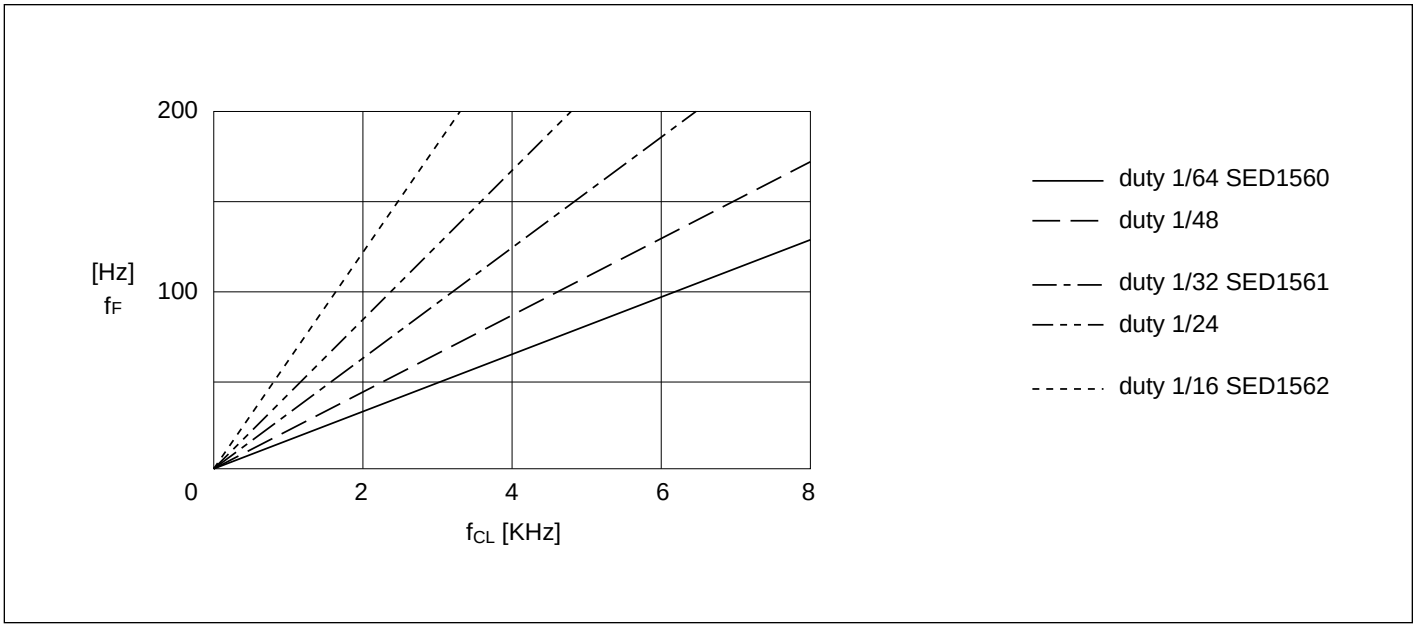
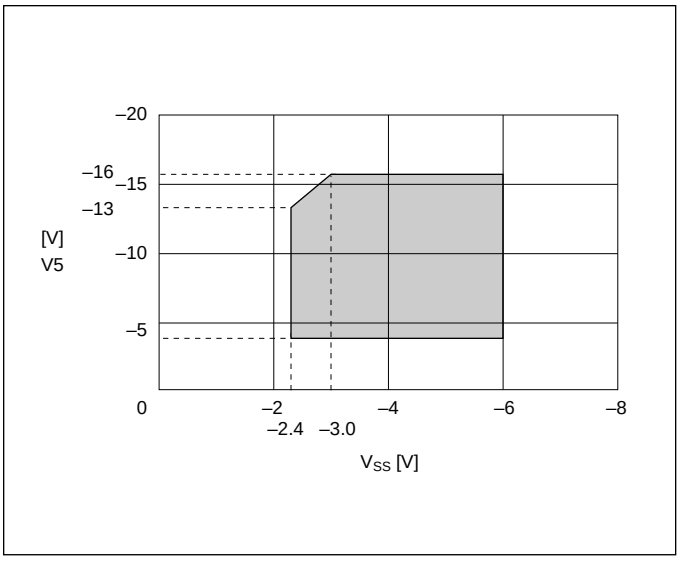

Figure 3.2 External clock (fCL) vs. frame frequency [SED1560 Series]
Figure 3.3
*2. The operating voltage range of the V_{SS} and V5 systems (see Figure 3.3). The operating voltage range is applied if an external power supply is used.
*3. Pins A0, D0 to D7, $\overline{RD}$ (E), $\overline{WR}$ (R/$\overline{W}$), $\overline{CS1}$, CS2, FR, SYNC, M/S, C86, SI, P/S, T1 AND T2.
*6. Pins A0, $\overline{RD}$ (E), $\overline{WR}$ (R/$\overline{W}$), $\overline{CS1}$, CS2, CL, M/S, $\overline{RES}$, C86, SI, SCL, P/S, T1, and T2.
*8. The resistance when the 0.1 -volt voltage is applied between the "On" output terminal and each power terminal (V1, V2, V3 or V4). It must be within the operating voltage (2).
*9. The relationship between the oscillation frequency, frame and Rf value (see Figure 3.2).